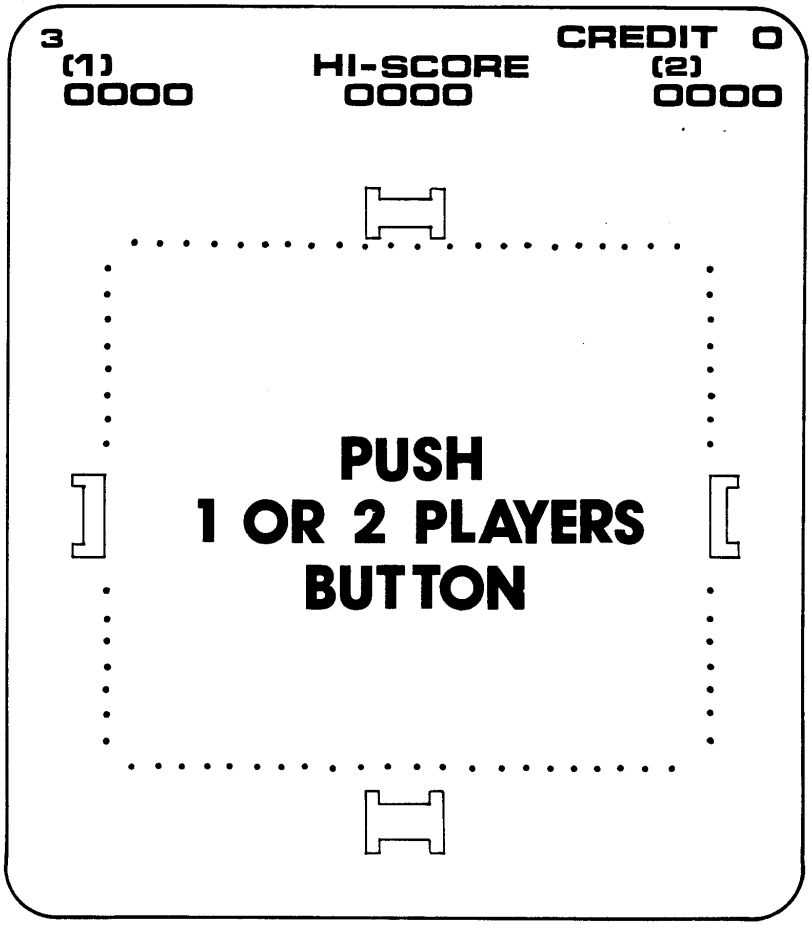

FIGURE 5, Video Screen In The Ready-To-Play Mode
In the far upper left hand corner a number appears indicating how many times the Hero may be shot before the game ends. (This is an option - refer to the Operator Option section for information.) Next to this number is a (1) indicating the four-digit Player 1 score. In the upper middle of the screen the word HI-SCORE is displayed with a four digit number underneath. The highscore will be displayed continually during the day, and is reset to zero each time the game is deactivated. At the top upper right the word CREDIT Ø appears. The zero will change to keep track of the number of credits for which a player has paid, returning to zero when the credits are used up. Directly below the Credit number, the Player 2 score appears. At the center bottom of the screen a zero is displayed in a box, indicating how many times the hero (player) has eliminated all the bandits from the screen during play. (Figure 5 illustrates the Ready-to-Play Mode Screen as it should appear when operating correctly.)